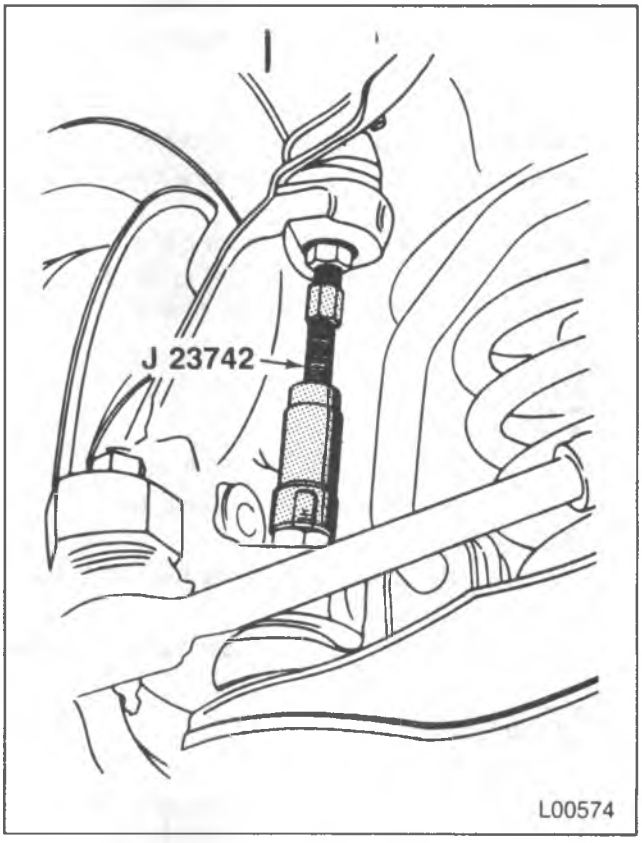

Figure 19 – Disconnecting the Upper Ball Joint
3. Hub/rotor (81).
4. Bolts (83) and washers (84).
5. Gaskets (85).
6. Splash shield (71).
8. Steering knuckle (31) from the upper ball joint (13).
- Position a floor jack under the lower control arm (36) near the spring seat.
- Use J 23742 to break the upper ball joint free of the steering knuckle (figure 19).
- Raise the upper control arm (28) to disengage the upper ball joint from the steering knuckle.